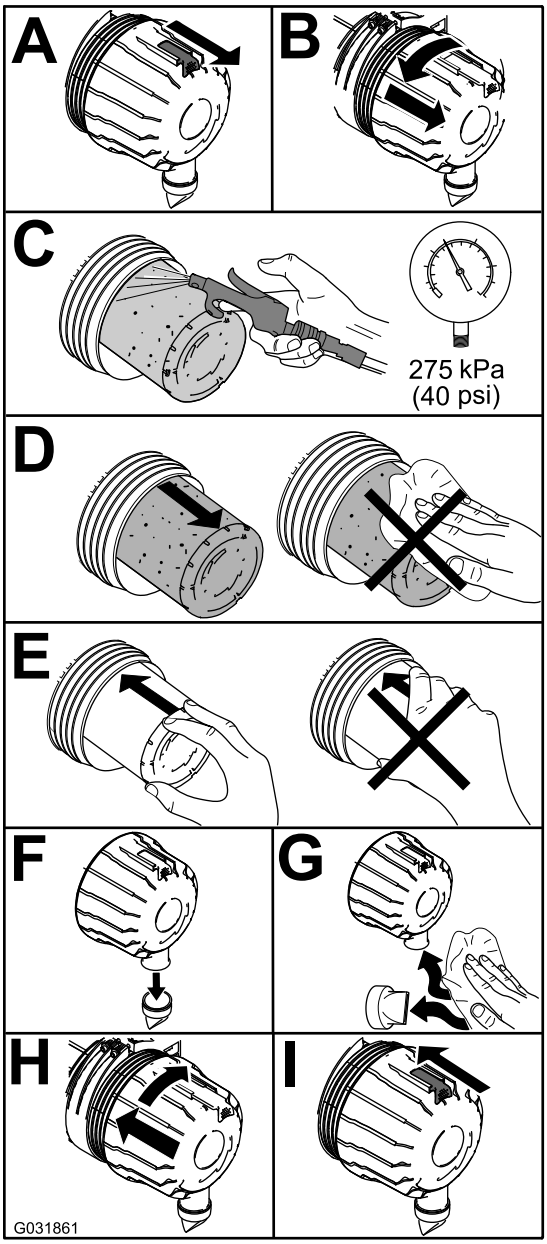

**Figur 48**
1. Byt ut den primära luftrenarinsatsen (Figur 48).